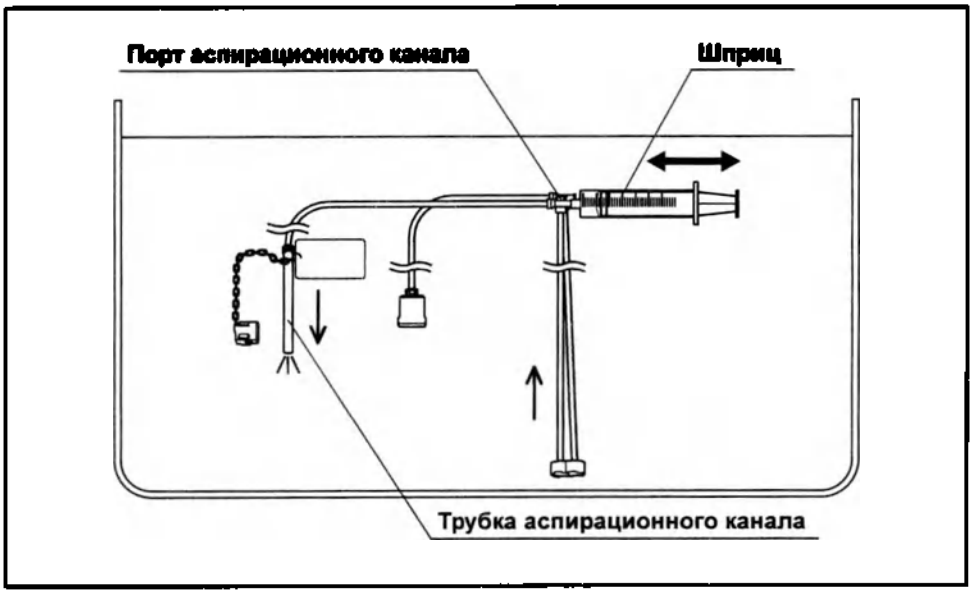

Рис. 6.16
2. Полностью погрузив шприц и инъекционную трубку в воду, медленно оттяните поршень шприца, чтобы заполнить шприц водой. Затем надавите на поршень, чтобы промыть аспирационный канал инъекционной трубки 30 миллилитрами воды. (см. рис. 6.16)